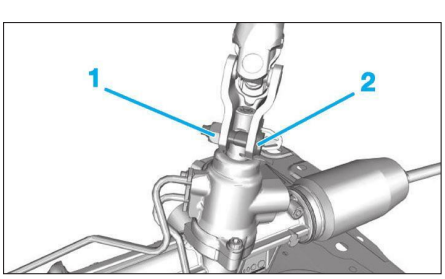

**Fig. 14**
• Déposer l'écrou (1) et la vis (2) puis désaccoupler la colonne de direction de la valve distributive **(Fig.14)**.